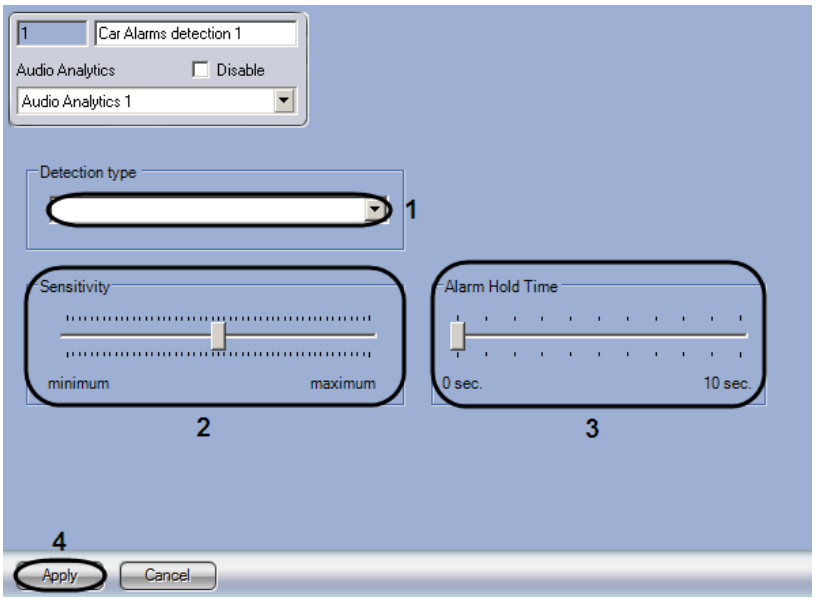

Fig. 8.8—2 Configuring a detector tool
2. In the “Detection type” drop-down list, select a type of detector tool (see Fig. 8.8—2, 1).